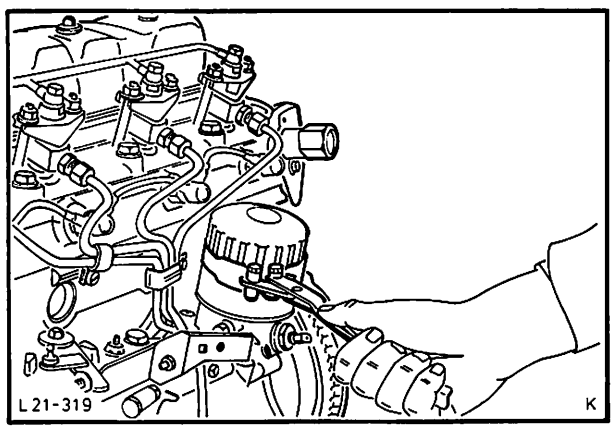

Abb. 38 Ölfilterpatrone mit Spannband abschrauben
2. Motoröl ablassen, Ölmeßstab herausziehen und Ölfilterpatrone mit einem handelsüblichen Spannband abschrauben, Abb. 38.